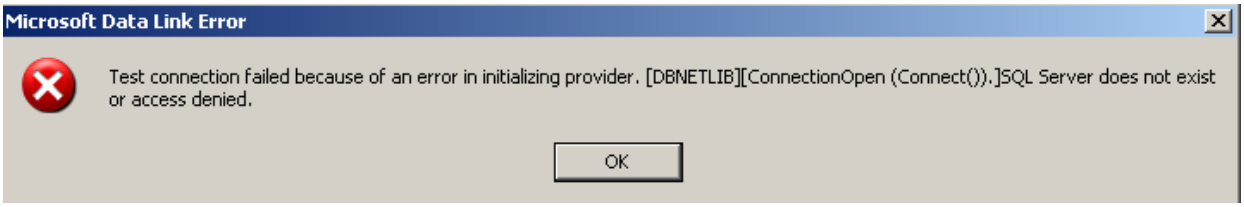

Figure 8.3-34. Example of the disabled SQL server connection message
14. If the MS SQL server name and/or authentication parameters of MS SQL server connection were entered inaccurately, the error message will appear (Figure 8.3-34).